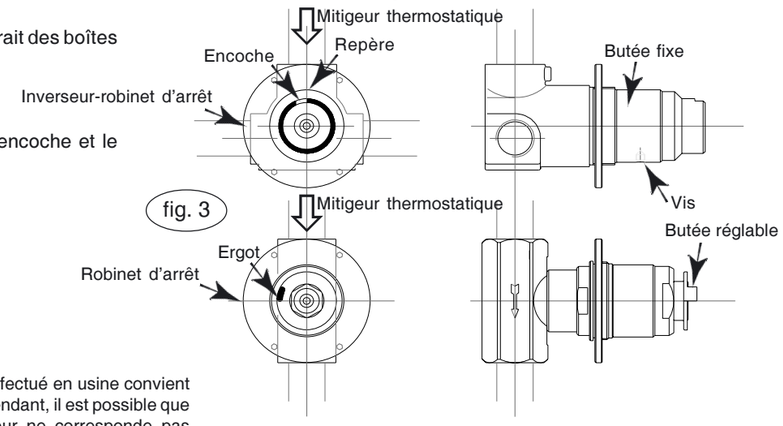

fig. 3
- déplacer d'un ou plusieurs crans vers la gauche ou vers la droite l'ergot de la butée réglable (voir fig. 3)